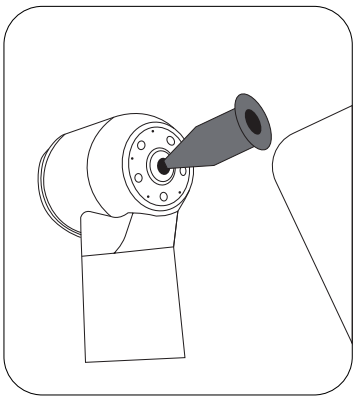

Рис.1
- Подайте смазку из баллончика сильным нажатием в механизм фиксации инструмента (бора) в течение 1 секунды (рис.1). Насадка должна быть с носиком диаметром меньше диаметра разрешенного инструмента.